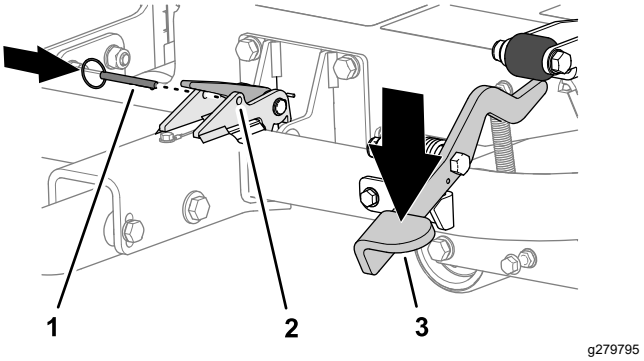

**Figur 20**
3. Trampa på dragkrokens pedal tills dragkroken låses på plats (Figur 20).
4. För in låspinnen genom hålen i spärren (Figur 20).